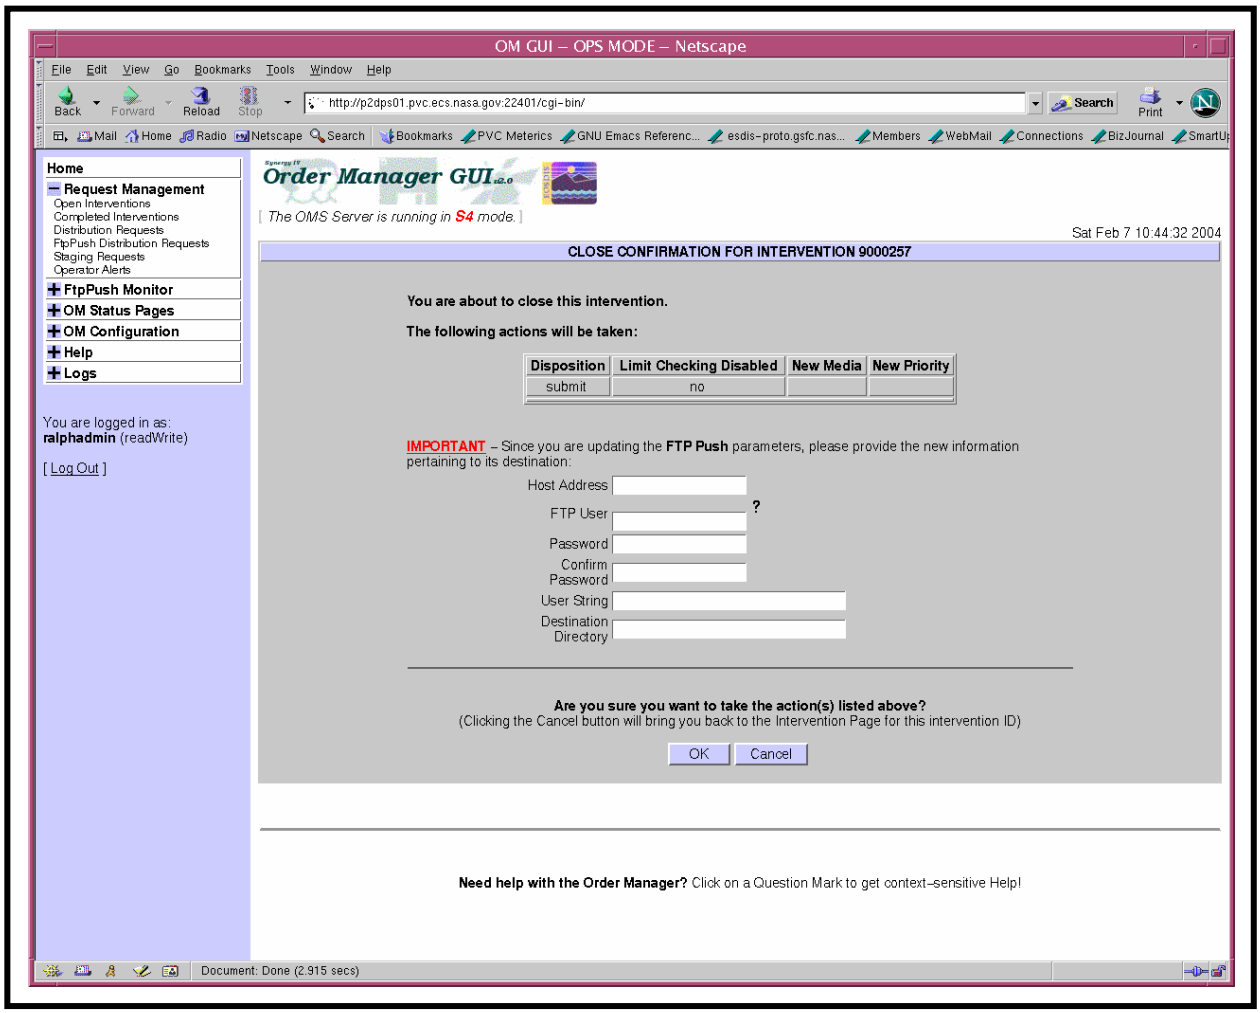

Figure 23. Close Confirmation (CLOSE CONFIRMATION FOR INTERVENTION X) Page (FTP Push)
- A **Close Confirmation** page (Figure 23) is displayed.
- **Cancel** – to dismiss the warning dialogue box and return to the **Close Confirmation** page (Figure 23).